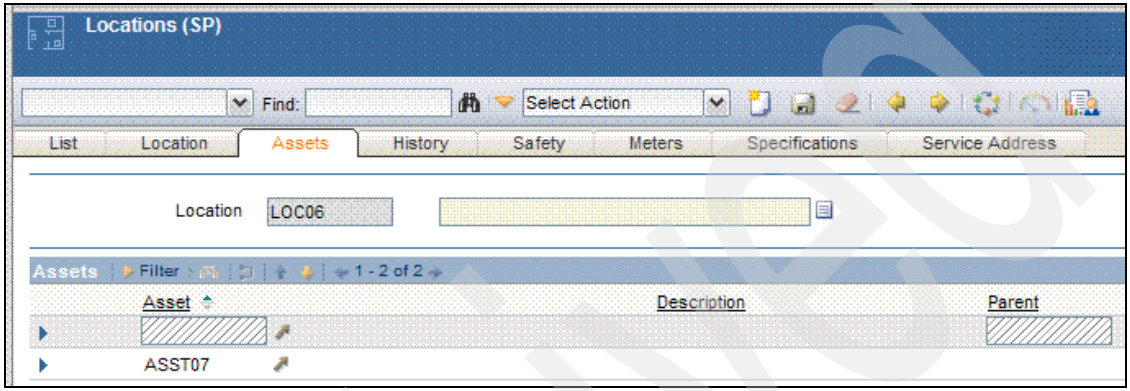

Figure 10-23 Only assets associated with the customers are shown
2. Start the Locations (SP) application by selecting **Go To** → **Assets** → **Locations (SP)**.
4. Change to the Assets tab. What you observe is that several of the asset records that are previously used are not displayed; however, ///////////// is present in all fields, as shown in Figure 10-23.